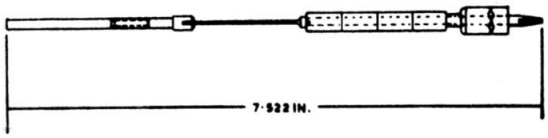
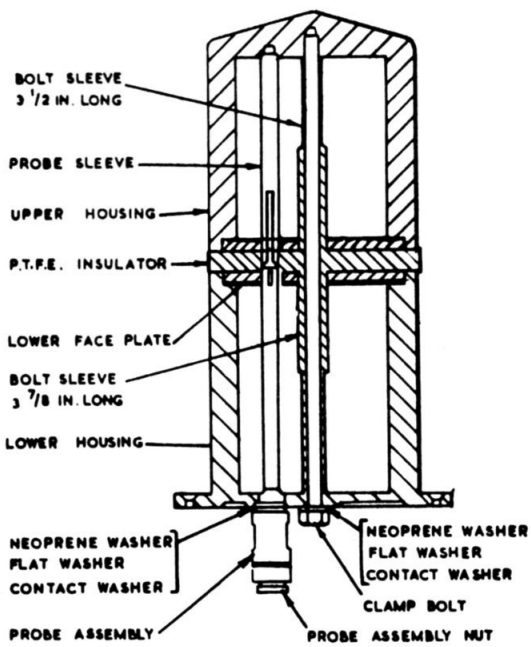

Fig. 2. Aerial, aircraft, 5985–99–911–8266: probe assembly
Fig. 3. Aerial, aircraft, 5985–99–911–8266: component location
10. To assist in the dismantling procedure, reference should be made to the sectional drawing given in fig. 2, and the illustration of the probe assembly given in fig. 3. To dismantle the aerial proceed in the following manner:—
11. Reassemble the probe, insulators and probe wire as shown in fig. 3.